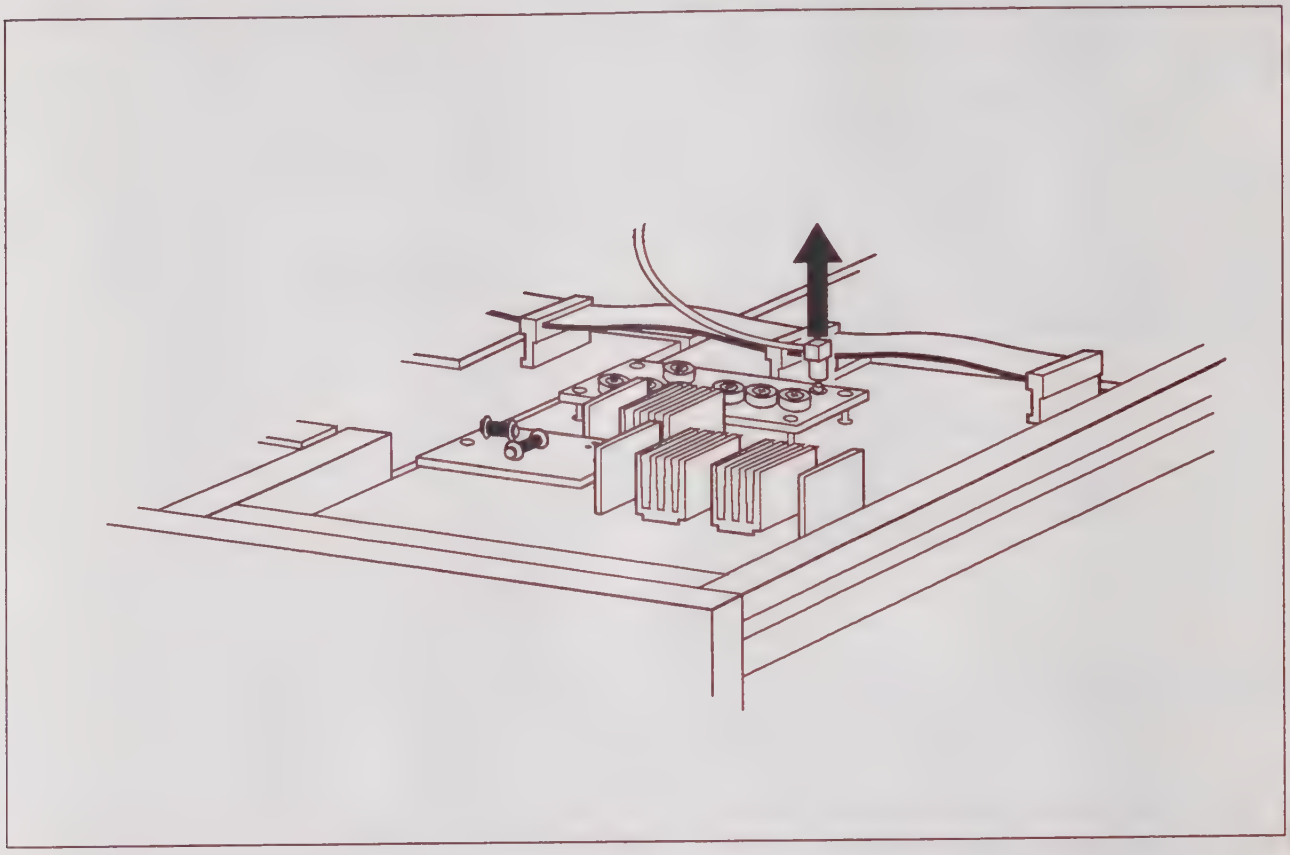

**Figure 3-8. Disconnecting the shielded cable at J765.**
3. Disconnect the shielded cable between J765 (located on the ADC board's filter board) and J550 on the analog input board (see Figure 3-8).